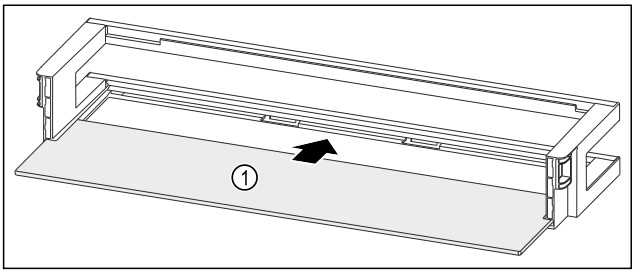

Fig. 98 Door rack with shelf
▶ Push the shelf *Fig. 98 (1)* into the side recesses.